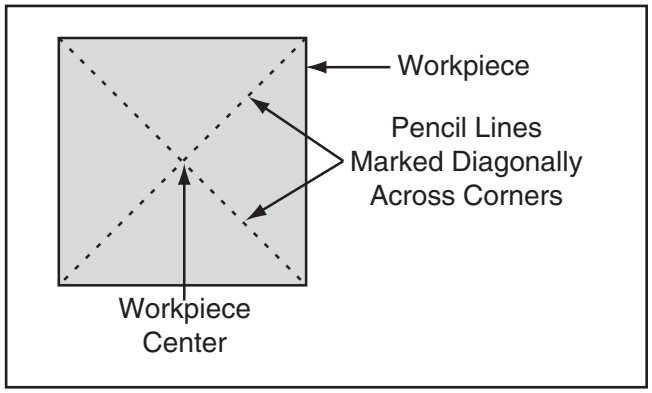

Figure 46. Workpiece marked diagonally from corner to corner to determine the center.
1. Find center point of both ends of your workpiece by drawing diagonal lines from corner to corner across end of workpiece, as shown in **Figure 46**.